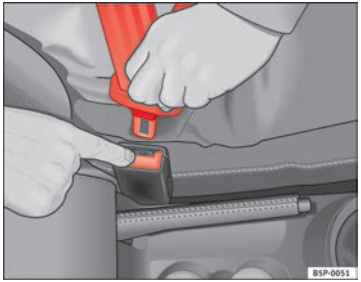

Abb. 16 Lösen der Schlosszunge vom Gurtschloss
– Drücken Sie die rote Taste im Gurtschloss ⇒ Abb. 16. Die Schlosszunge springt heraus ⇒ ⚠.